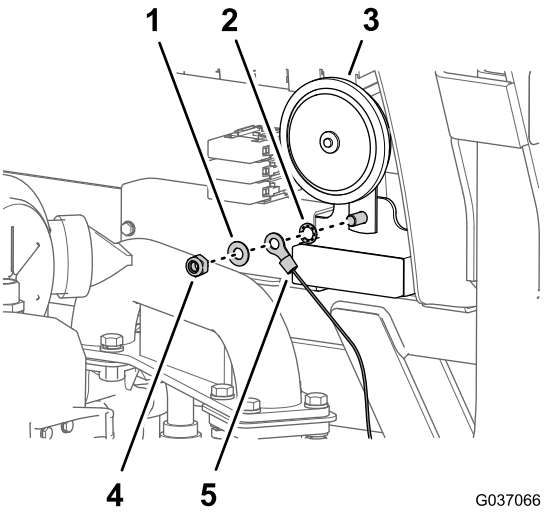

Figura 33
1. Sul lato posteriore del supporto, togliete il dado di bloccaggio e la rondella che fissa l'avvisatore acustico alla piastra elettrica (Figura 33).
2. montate il dado di bloccaggio, la rondella e il morsetto ad anello del cablaggio del relè e la rondella di bloccaggio sul bullone, come illustrato nella Figura 33 e serrate il dado e il bullone a 23 - 29 N·m.